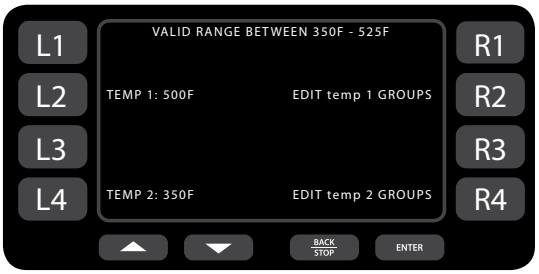

Figura 18: pantalla de edición de temperatura
2. Presione la tecla suave L2 para cambiar la temperatura 1 o la tecla suave L4 para cambiar la temperatura 2 (figura 18).
2. Presione la tecla suave R2 para cambiar la temperatura en el grupo 1 o la tecla suave R4 para editar la temperatura del grupo 2 (figura 18, página 14).